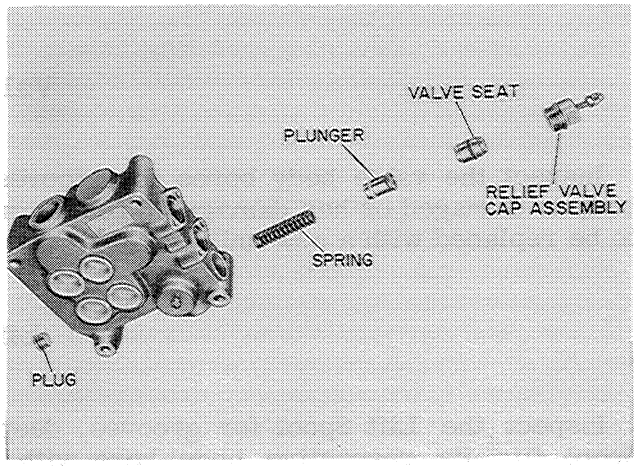

Figure D-23
2. Figure D-23, shows the order in which the relief valve is assembled in the control valve body.